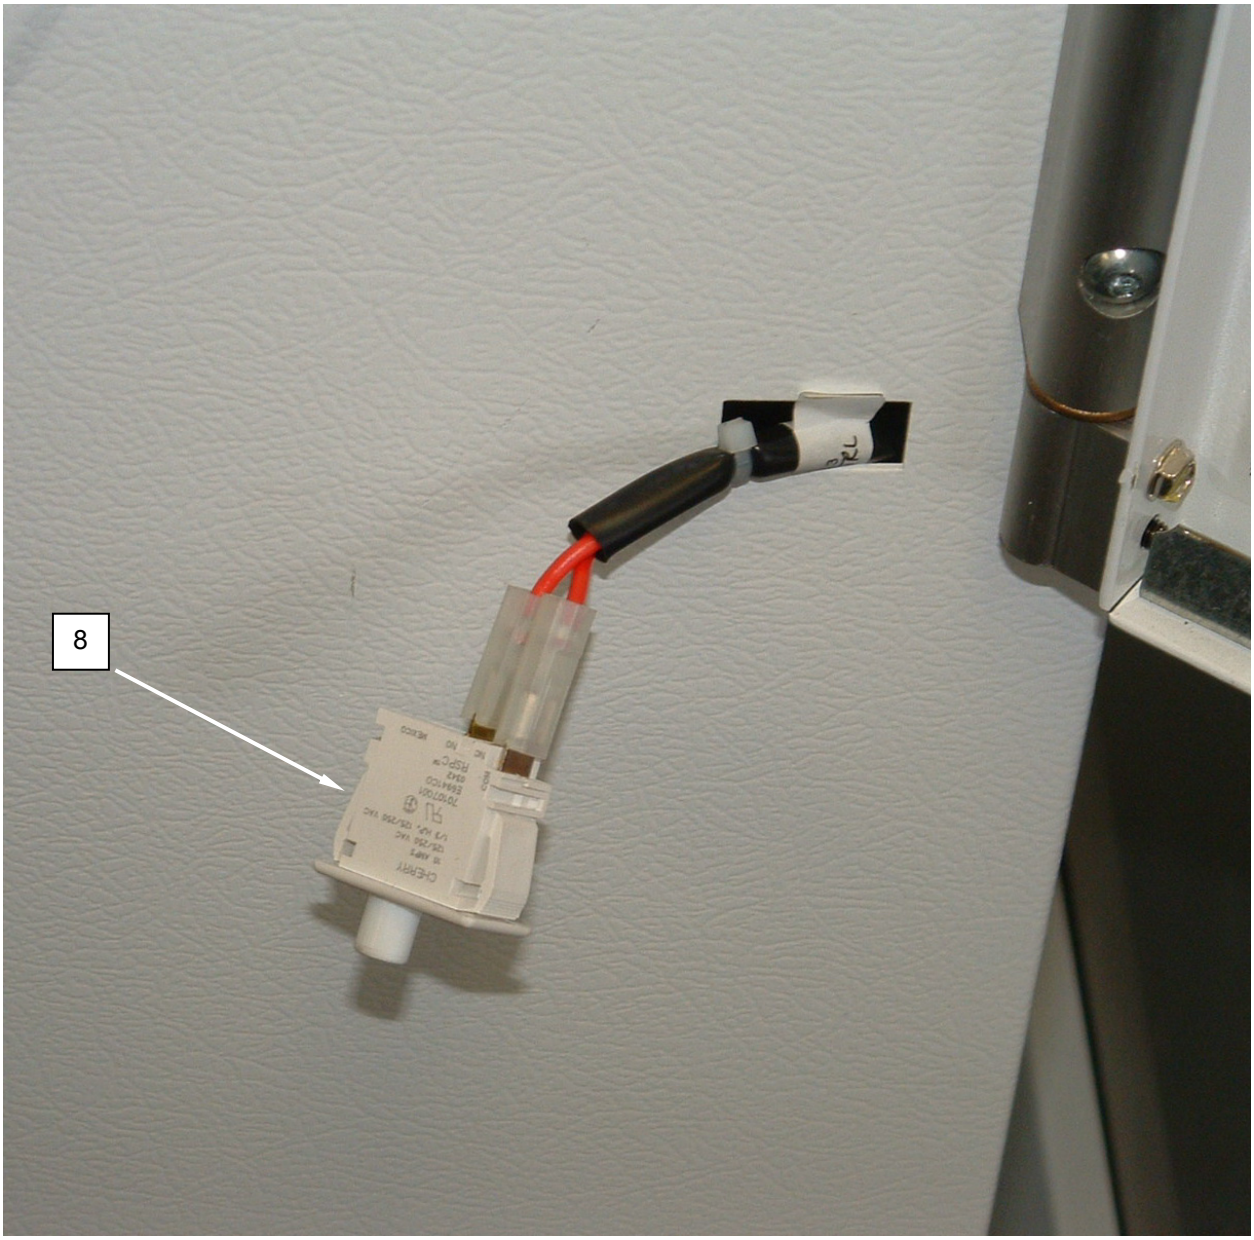

Figure 5. Test the Dryer Door Switch.
3. Remove switch **(Figure 5, Item 8)** by prying it gently with a small screwdriver.
4. Tag and disconnect wiring from switch **(Figure 5, Item 8)**.
7. Replace a switch **(Figure 5, Item 8)** that fails either test.
8. Connect wiring to switch **(Figure 5, Item 8)** as tagged.
9. Install switch **(Figure 5, Item 8)**.